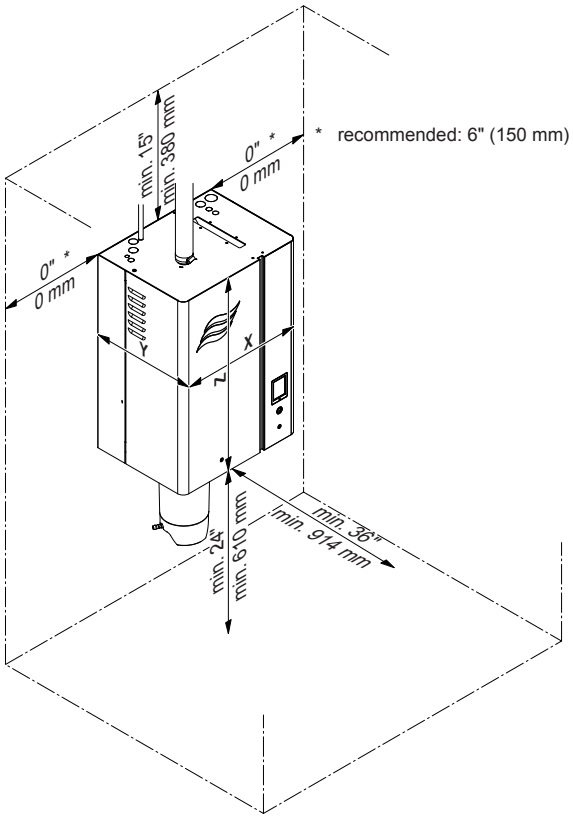

Figure 11: Clearances Nortec RS
- ☐ Allow adequate clearances around the humidifier for ease of maintenance. Although the Nortec RS humidifier requires no side clearance, Condair recommends minimum clearances of 6 in (150 mm) on the side. A clearance of 24 in (610 mm) between the humidifier and the ground is also required. Refer to *Figure 11* and *Table 10 on page 26*, which also show the clearances required for the Nortec RS Space unit. Observe all local and national installation codes. Condair is not responsible for any installation code violations.